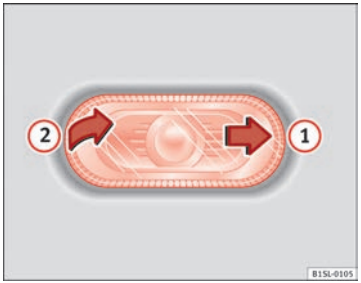

Fig. 159 Removing the side turn signal
2.	With one hand move the side turn signal backwards ⇒ Fig. 159 (1).